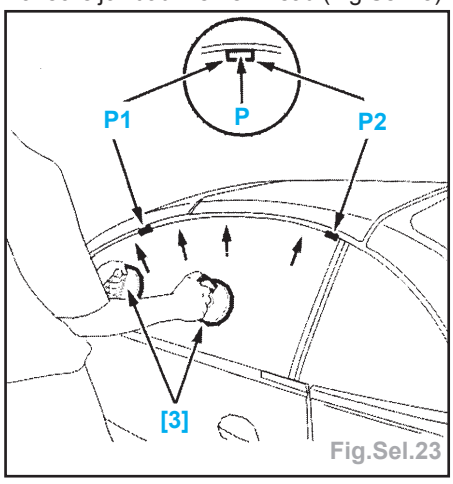

Fig.Sel.23
- A l'aide des ventouses **[3]**, monter la glace dans les joints de toit et de baie jusqu'au traits sur les repères **P1** et **P2** avec le joint au même niveau (Fig.Sel.23).